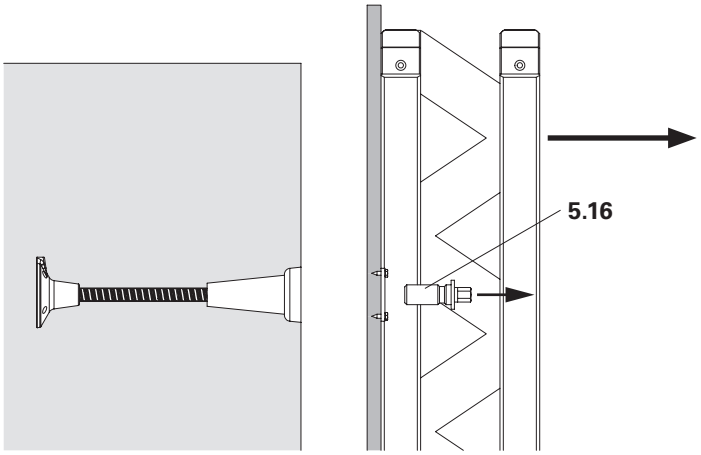

Abb. A2.24
3. Schalung zurückfahren (Abb. A2.24).